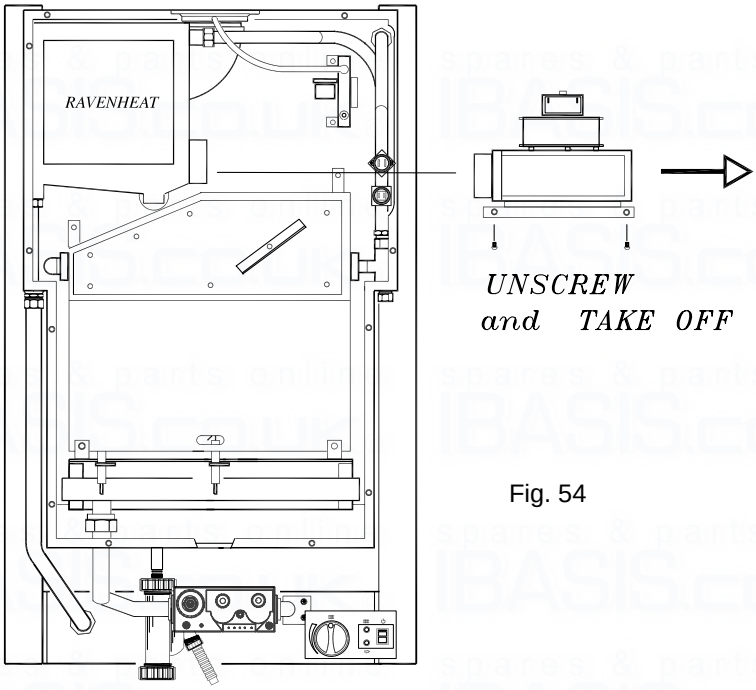

Fig. 54
7.6 TO REMOVE/REPLACE THE FAN ASSEMBLY (Fig. 54)